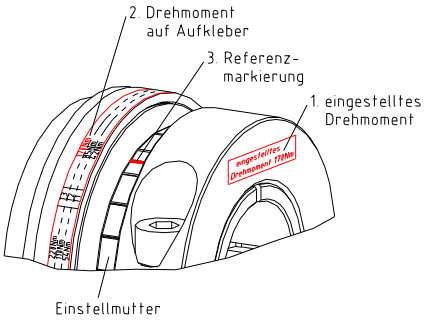

Bild 15
- Ermitteln Sie das voreingestellte Drehmoment (siehe Schritt 1 im Bild 15).
- Markieren Sie das voreingestellte Drehmoment auf dem Aufkleber (siehe Schritt 2 im Bild 15).
- Setzen Sie eine Referenzmarkierung auf der Einstellmutter (siehe Schritt 3 im Bild 15).